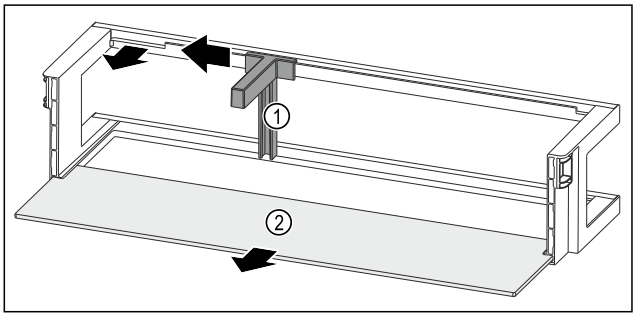

Fig. 142 Door rack with bottle holder and shelf
▶ Slide the bottle holder *Fig. 142 (1)* to the side as far as the recess.
▶ Remove the bottle holder *Fig. 142 (1)*.
▶ Remove the shelf *Fig. 142 (2)*.